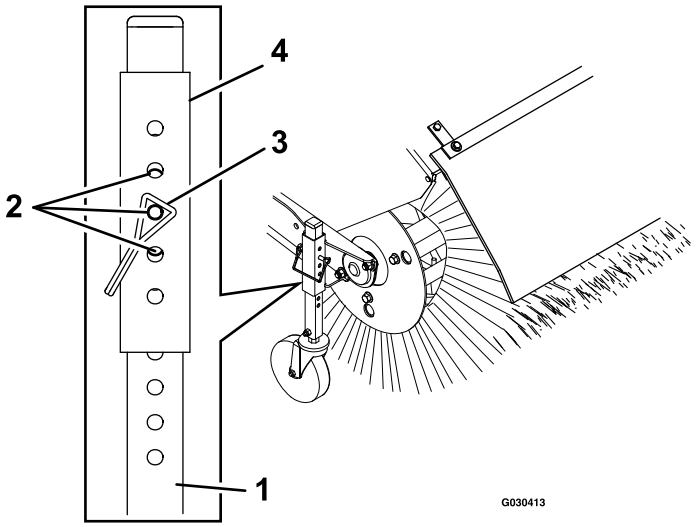

Bild 17
5. Nehmen Sie zum Einstellen der Kehrbürstenhöhe den Stift aus der Einstellerhülse und dem Laufradrohr (Bild 17).
7. Schieben Sie zur Anpassung der Einstellung die Einstellerhülse um ein Bolzenloch am Laufradrohr nach oben oder unten, um die Höhe der Kehrbürste in Schritten von 3 mm einzustellen (Bild 17). Wiederholen Sie die Schritte 5 bis 7 für das andere Laufrad.